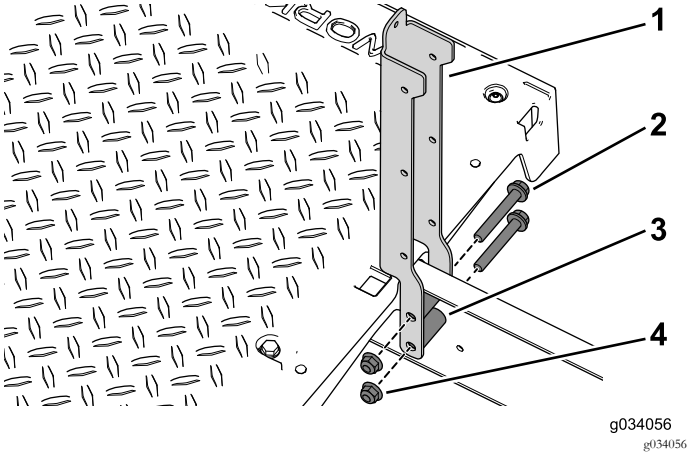

Figura 92
2. Utilize os quatro parafusos flangeados (3/8" x 2½"), espaçadores e porcas flangeadas para prender os suportes do banco esquerdo e direito à máquina (Figura 92).